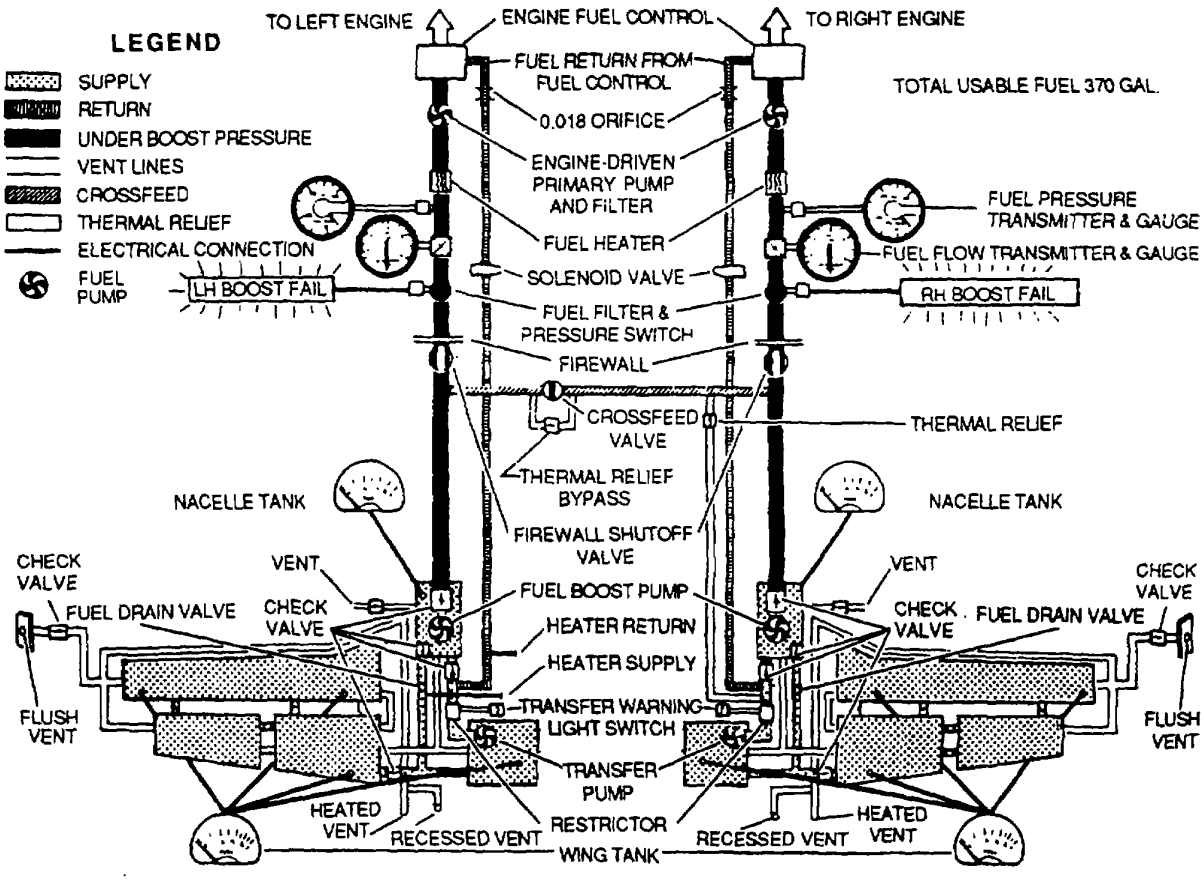

Figure 2-21. Typical Fuel System Schematic
(3) Maintenance. Maintenance of the] CCR receiver consists of inspection (and replacement if necessary) in accordance with the applicable maintenance manuals. Scoring and nicks iin the cylindrical fuel nozzle opening may be repaired by polishing out damage. Refer to the applicable maintenance manual for polishing procedures.
j. *Fuel System Troubleshooting*. Troubleshooting should be accomplished in accordance with applicable aircraft maintenance manuals. A typical troubleshooting chart and a schematic are shown in table 2-9 and figure 2-21.